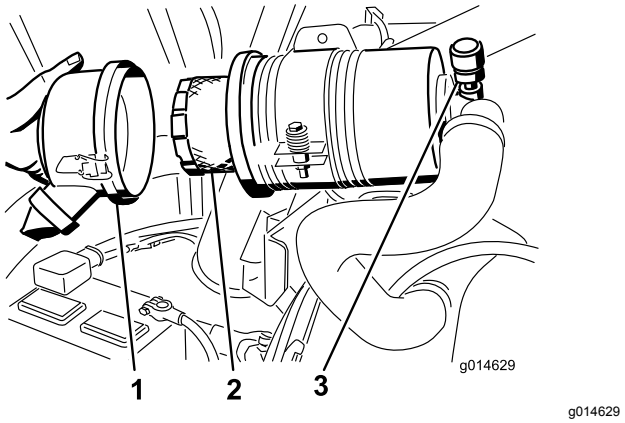

Figur 47
3. Ta bort och byt ut filtret (Figur 47).